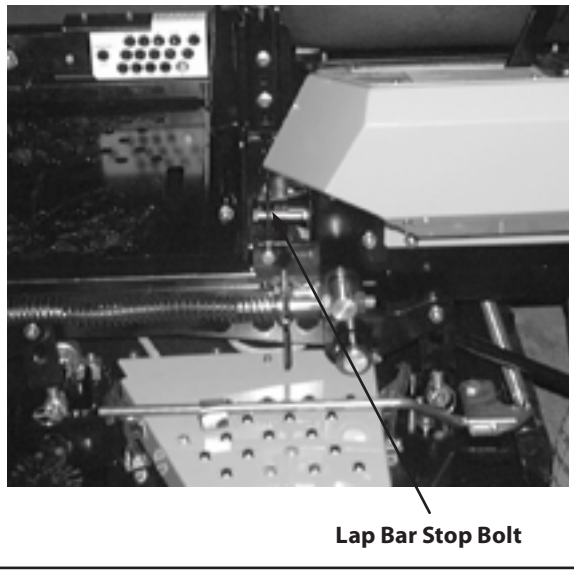

Figure 7-6
6. Using a wrench or socket ratchet remove flange lock nuts, and the four hex flange bolts. Remove the spindle assembly. See Fig. 7-6.
a. If the tractor tracks to the right, adjust the left control lever stop bolt to make it longer. See Fig. 7-6.